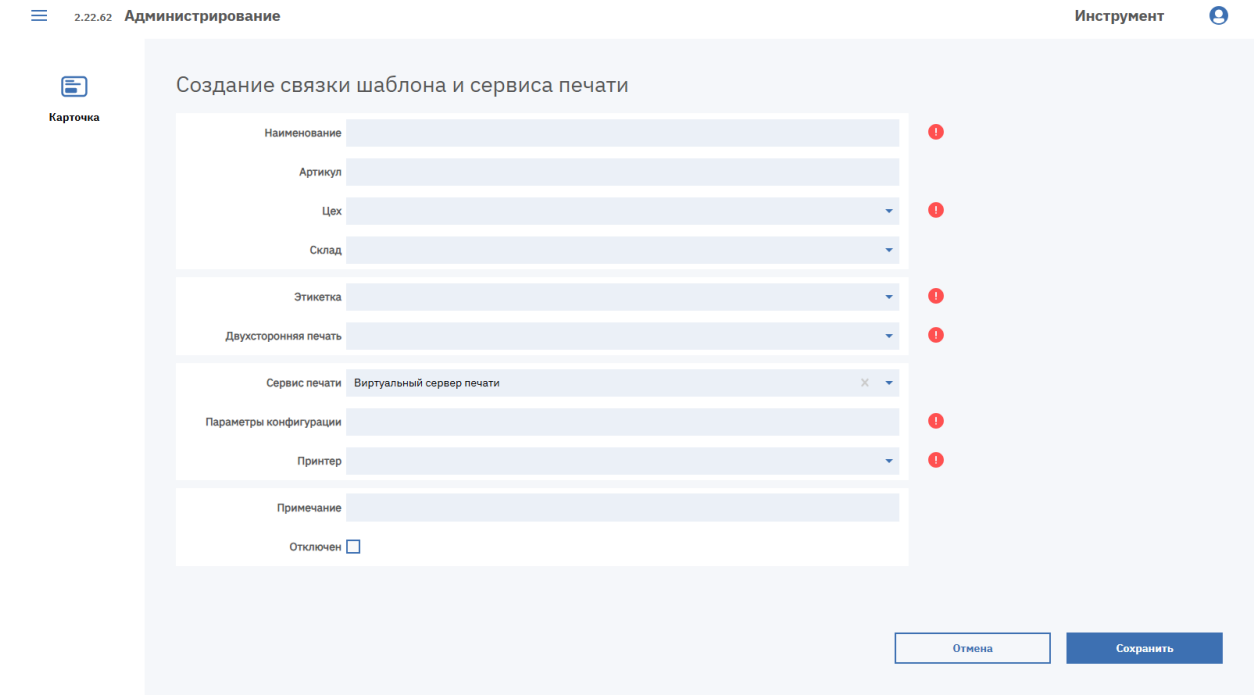

Рисунок 39. Форма «Создание связки шаблона и сервиса печати»
2. В новой вкладке откроется форма «Создание связки шаблона и сервиса печати»; поле «Сервис печати» заполнено выбранным сервисом (см. Рисунок 39).